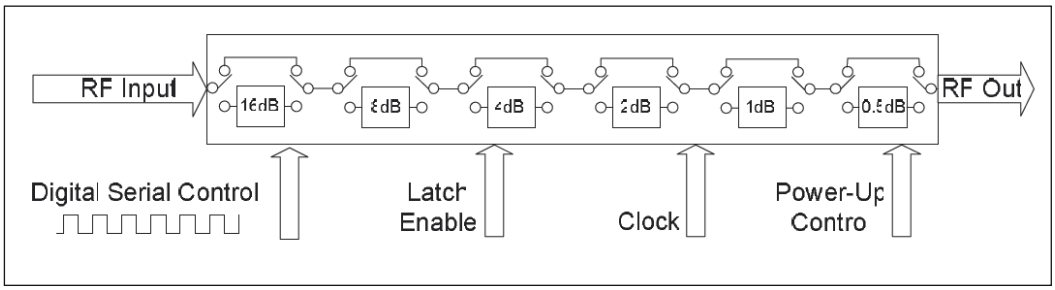

*Bild 8: Funktionsschema für serielle Steuerung*
Bild 8 zeigt das Prinzip der seriellen Ansteuerung. Hier werden drei CMOS-Signale benötigt: Data, Clock und Latch Enable (LE). Wieder kann das Power-Up-Feature genutzt werden, worüber die Start-Up-Dämpfung definiert wird.